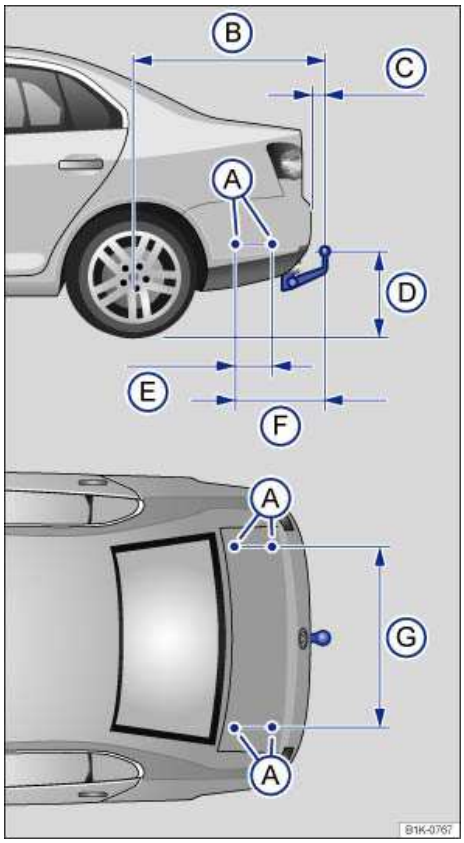

Fig. 89 Dimensions and attachment points for retrofitting a trailer hitch.
When retrofitting a trailer hitch, the specified distance dimensions must be strictly adhered to. Under no circumstances may the distance from the center of the hitch ball to the surface of the road ⇒ fig. 89 (D) be less than the specified minimum. This minimum height must be present even when the vehicle is fully loaded and subject to the maximum tongue weight.